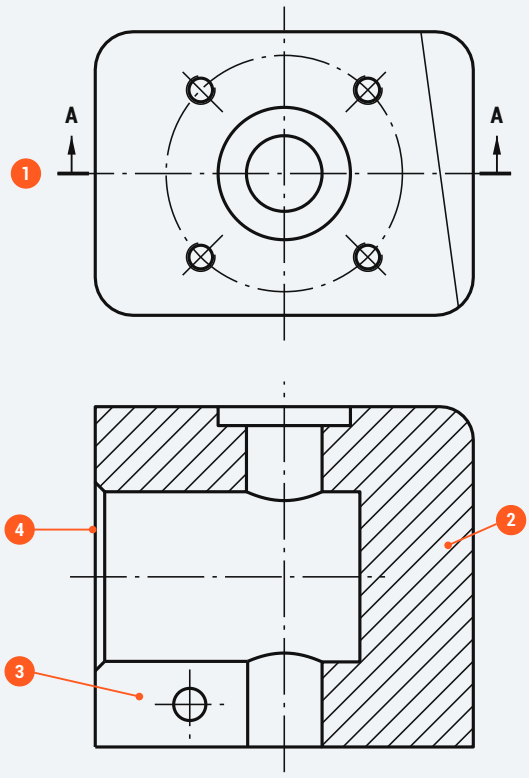

Fig 3.1 Plan with cutting plane A–A, and the full section of the SUMMIT-X motor mount (third angle)
- One part has the **same angle and spacing in every view** (both cut areas of the mount in Fig 3.1 match).